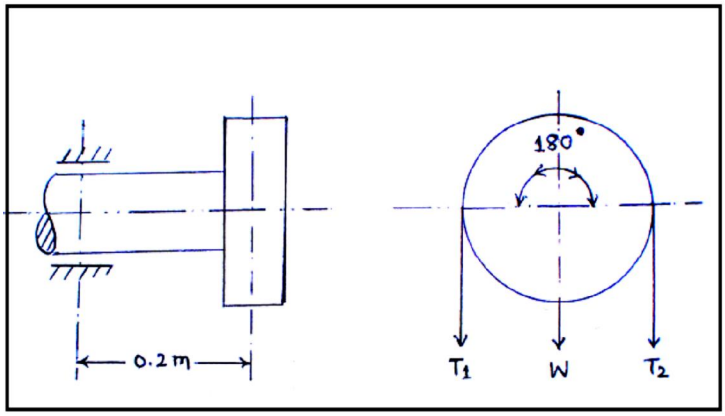

figure-3. Q-4 (b)
**(b)** A belt driven C.I pulley of 0.9 m diameter overhangs the bearing by 0.2 m as shown in figure-3. The pulley is driven from the bottom by a belt. The angles of lap and tension on tight side are 180° and 2600 N respectively. The weight of pulley is 600 N. Assume co-efficient of friction between pulley and belt is 0.25. Shaft is made up of 30C8. $\sigma_{yt}$ =400 N/mm², $\sigma_{ut}$ =500 N/mm² **10**